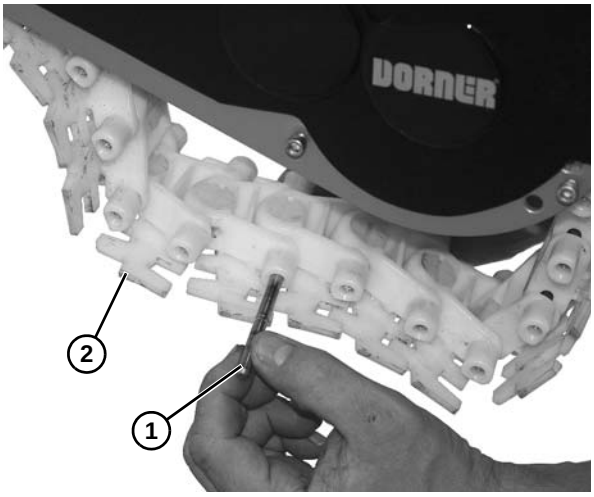

Figure 50
1. Use a punch and hammer or belt removal tool #203480 to push the belt rod **(Figure 50, item 1)** out by striking the rod end.
2. Slide the old belt **(Figure 50, item 2)** off the conveyor frame.